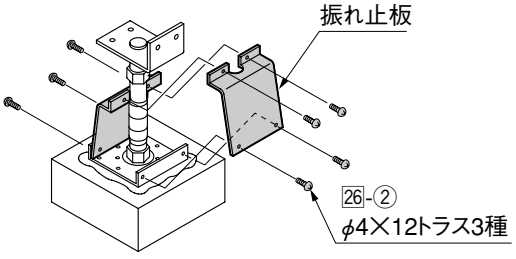

図4-4　振れ止板の取付方法
❺「1.基本寸法図」を参照して、必要な部分に、振れ止板を束調整金具に26-②で取付けてください。（図4-4参照）